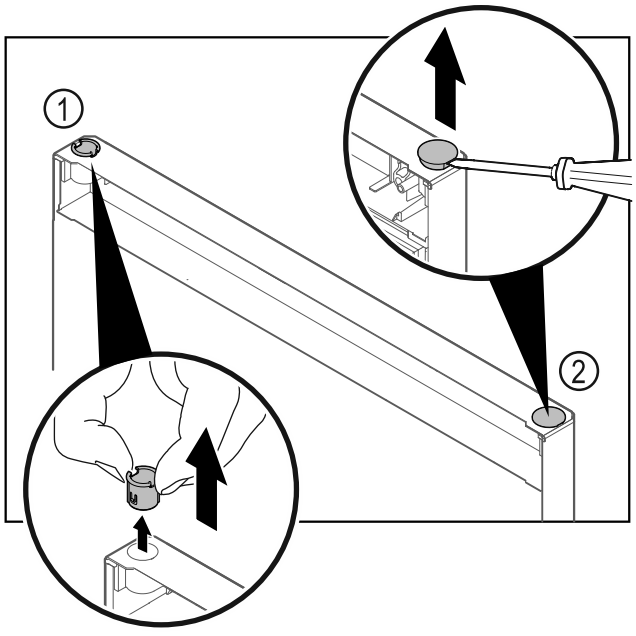

Fig. 16
▶ Extrageți bucșa balamalei *Fig. 16 (1)* cu degetele.
▶ Ridicați dopul de acoperire *Fig. 16 (2)* cu precauție cu o șurubelniță dreaptă și extrageți-l.